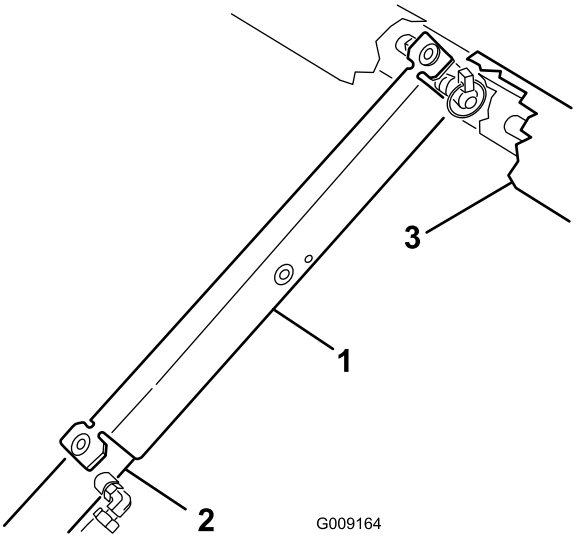

**Figur 29**
3. Skub ladstøtten ned over cylinderstangen, og sørg for, at tapperne på støtteenden hviler på enden af cylinderløbet og cylinderstangenden (Figur 29).